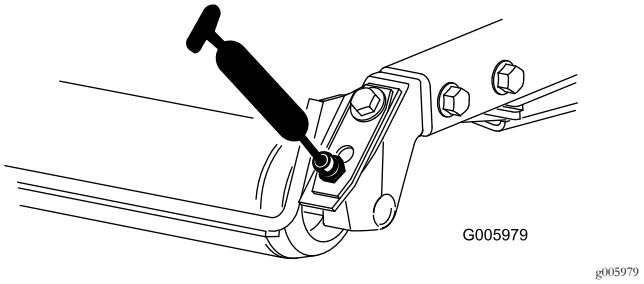

Figur 37
- Bakre rullager (2 per klippdäck) enligt Figur 37